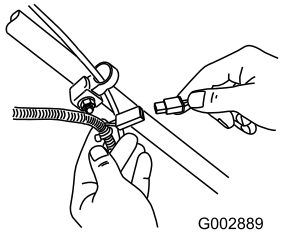

Figuur 24
1. Sluit de acculader aan op de kabelboom van de machine, die zich onder het contactsleuteltje bevindt (Figuur 24).